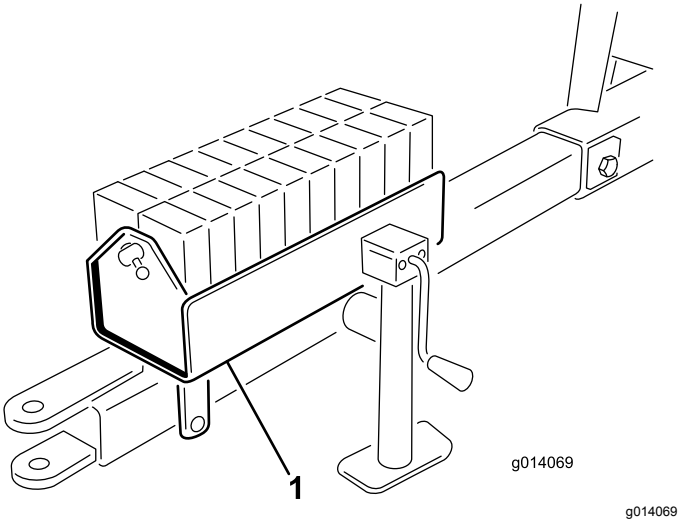

Figur 6
5. Fyld vægtkassen med vægtene, og monter stangen og tappen (Figur 6).